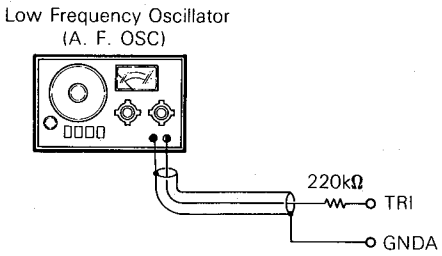
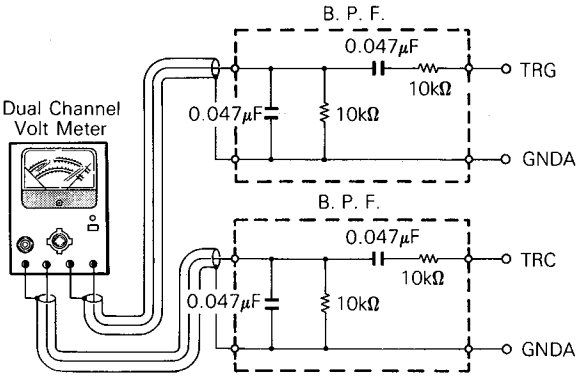

Fig. 24
Fig. 25
(1) Connect the audio frequency oscillator with 220k ohm resistor to TRI and GNDA. (fig. 24)
(2) Set the audio frequency oscillator for 800Hz, 20mV.
(3) Connect AC voltmeter to B.P.F. (fig. 25)
(4) For the measurements indicated below it is convenient to connect extending wires to TRG, TRC and GNDA.
(5) Insert the Philips test disc #5 and place the unit in the play mode on track number 8.
(6) Connect B.P.F. to test point TRG and GNDA and then to TRC and GNDA. Measure the output level at each point. (fig. 25)
(7) Adjust VR106 so that the voltage difference between TRG and TRC becomes 14dB ±2dB. (TRG − TRC = 14dB)
(8) Check tracking offset in step 6-10 and repeat step 6-10 and step 6-11 if necessary.